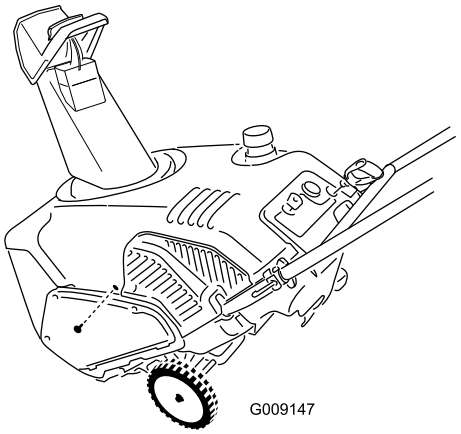

Figur 35
16. Fastgør udstødningspladen med den lille sideskrue, du fjernede tidligere (Figur 35).